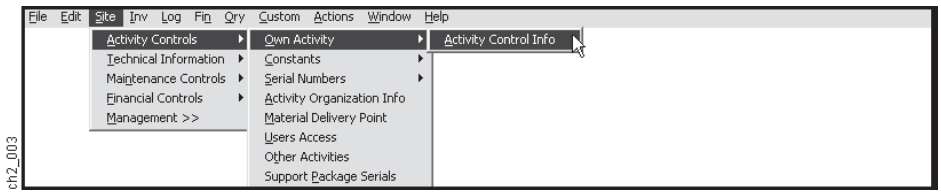

Figure 2-8
(3) Step 3. On the Own Activity Submenu above (Figure 2-8), select the Activity Control Info Option.